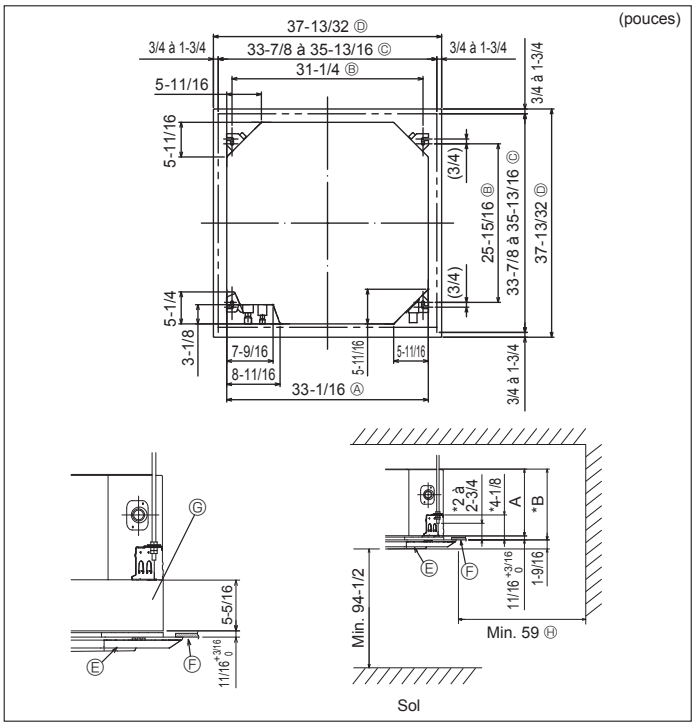

Fig. 3-2
3.2. Ouvertures dans le plafond et emplacement des boulons de suspension (Fig. 3-2)
- * Les dimensions de l'ouverture dans le plafond peuvent être définies au sein de la plage indiquée dans la Fig. 3-2 ; centrer l'appareil principal par rapport à l'ouverture dans le plafond, en veillant à la symétrie de chaque côté par rapport à l'orifice.